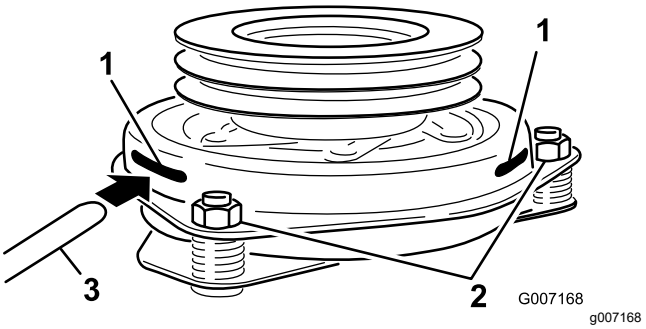

Figur 78
9. För in ett bladmått på 0,381–0,533 mm genom ett av inspektionshålen på sidan av enheten (Figur 78).
10. Dra åt låsmuttrarna tills du känner ett motstånd i bladmåttet, men ändå kan röra det inom luftgapet utan problem (Figur 78).